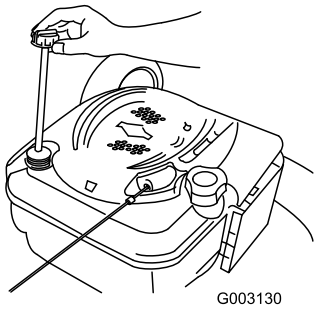

Figur 36
2. Tag målepinden ud (Figur 36).